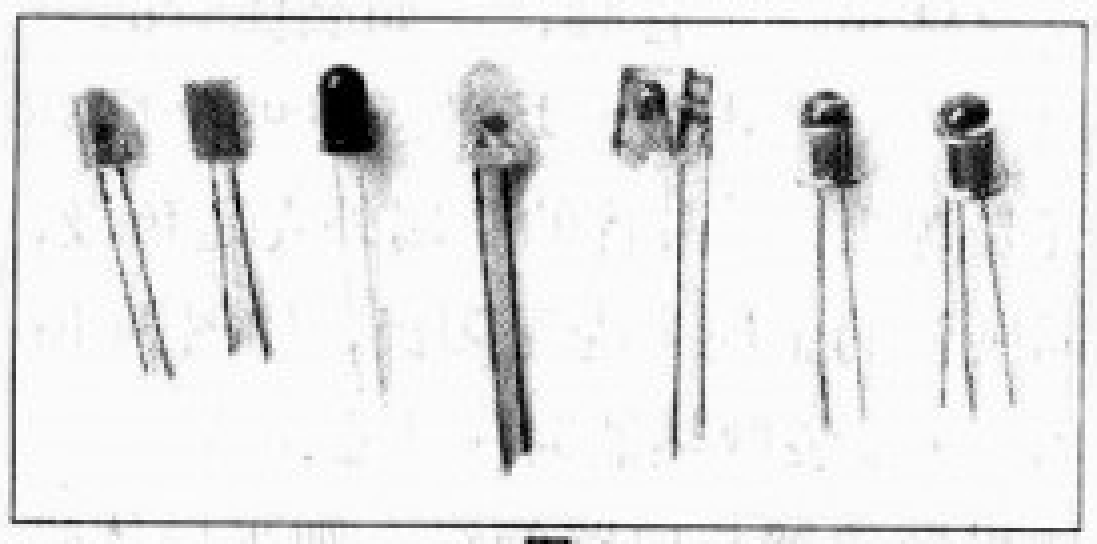

图17
1.根据封装材料，光敏二极管和光敏三极管的封装形式主要有塑料封装、树脂封装和带窗口的金属外壳封装等，如图17所示。常见的可见光光敏二极管和光敏三极管多采用透明塑料封装、透明树脂封装或带透镜的金属外壳封装。常见的红外光光敏二极管多采用不透明的树脂封装。